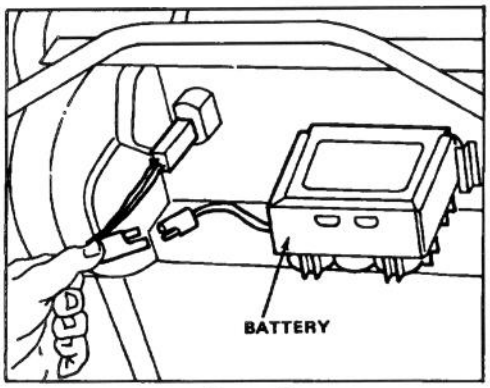

Figure 3
4. Charge battery. Refer to Charging Battery, page 10. Slide battery, decal side up, between slots on back of control panel and connect wires (Fig. 3). Insert key into switch when ready to start engine.